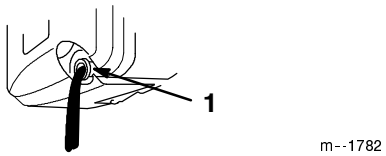

**Figure 13**
5. Tip the lawn mower onto its left side, allowing the oil to drain into an appropriate container (Fig. 13).